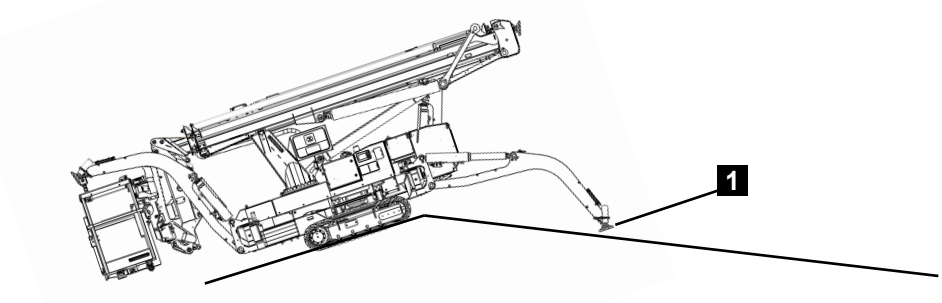

Fig. 115
2. To keep the machine safe and stable, move outrigger 2 or 3 (Fig.115/1) into the wide or narrow stabilisation position.